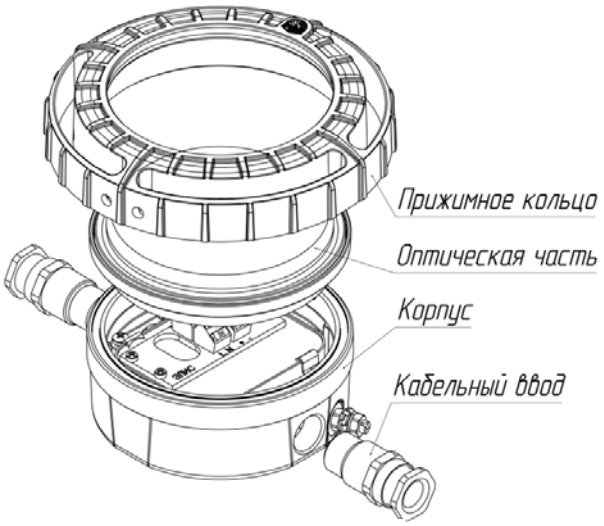

Рисунок 2
4.2. Светильник состоит из основных узлов: оптической части, корпуса, прижимного кольца и кабельного/кабельных вводов рисунок 2.